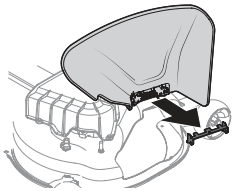

Fig. 19
1. Inspeccione la plataforma del tractor para ver si hay una traba de seguridad que pueda estar sujetando el deflector del canal hacia arriba para el envío. Si la traba está presente, se la debe extraer antes de hacer funcionar el tractor. Sosteniendo el deflector del canal totalmente hacia arriba, extraiga la traba de seguridad. Baje el deflector del canal y descarte la traba de seguridad (Fig. 19).